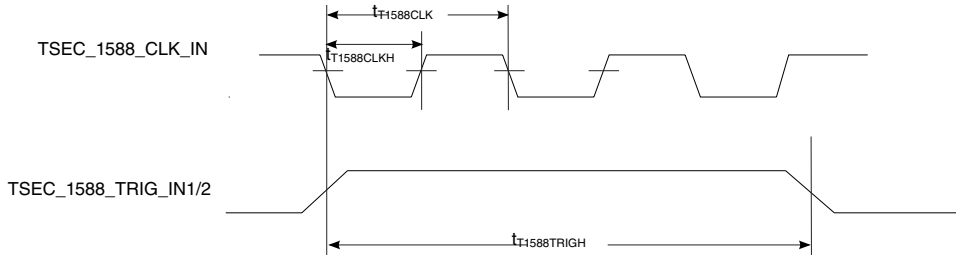

Figure 27. IEEE 1588 input AC timing
1. The maximum value of $t_{T1588CLK}$ is not only defined by the value of T_{RX_CLK}, but also defined by the recovered clock. For example, for 10/100/1000 Mbps modes, the maximum value of tT1588CLK will be 2800, 280, and 56 ns, respectively. 2. T_{RX_CLK} is the maximum clock period of the ethernet receiving clock selected by TMR_CTRL[CKSEL]. See the chip reference manual for a description of TMR_CTRL registers. 3. This needs to be at least two times the clock period of the clock selected by TMR_CTRL[CKSEL]. See the chip reference manual for a description of TMR_CTRL registers. 4. There are two input clock sources: TSEC_1588_CLK_IN and ENETC system clock. When using TSEC_1588_CLK_IN, the minimum clock period is 2 x $t_{T1588CLK}$. 5. See Figure 26. on page 105. 6. See Figure 27. on page 105.